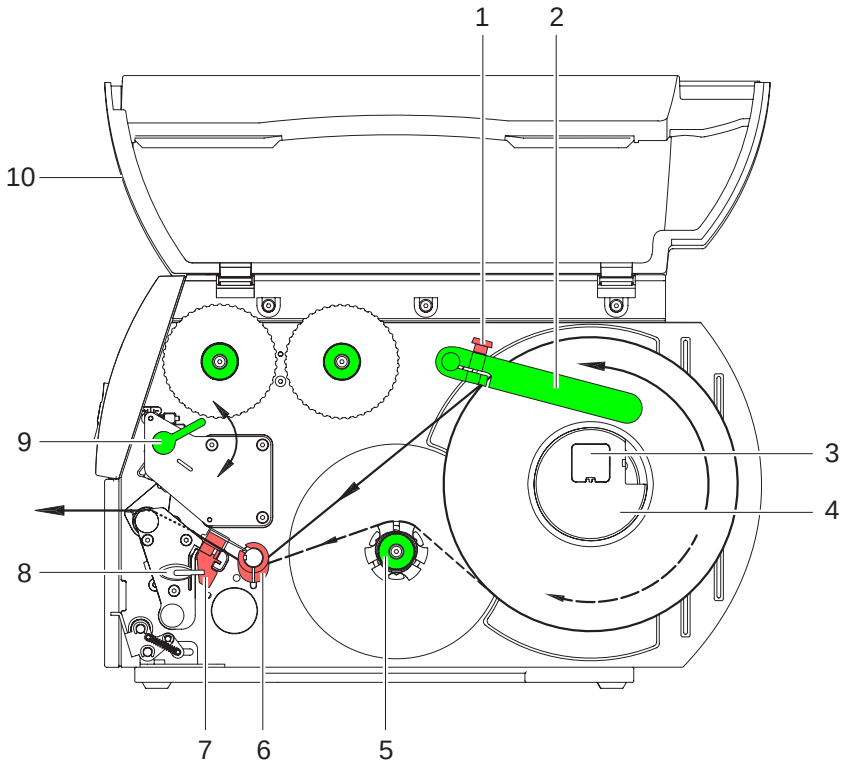

Fig. 5: Legge inn rulletiketter
Bruk den medfølgende **sekskantnøkkelen**, som befinner seg i nedre del av trykkenheten, for innstillinger og enkle monteringer. Se fig. 5, posisjon 8. Videre verktøy er ikke nødvendig for de arbeidene som beskrives her.
⇒ Drei spake (fig. 5, pos.9) i klokkeretning for å låse trykkhodet.